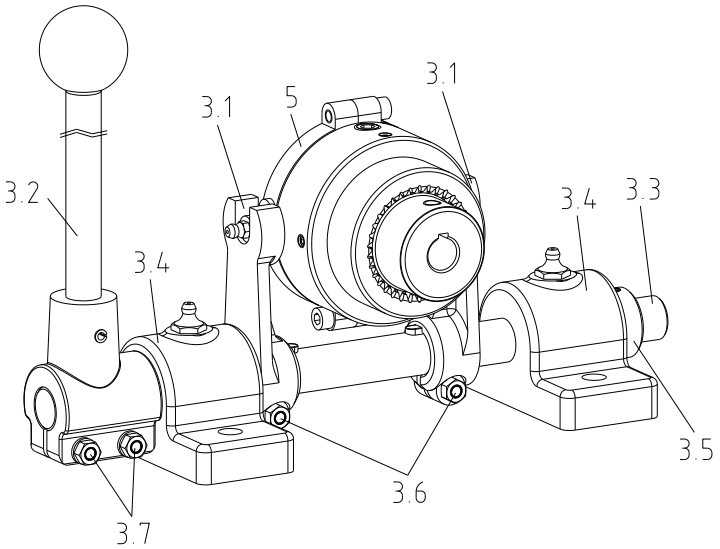

rysunek 19: BoWex® SD z mechanizmem przełączającym
- Włożyć czopy pierścienia ślizgowego (element 5) w gniazda widelca (element 3.1) (patrz rysunek 19).
- Zabezpieczyć osiowo drążek przełączania za pomocą pierścienia ustalającego (element 3.5) i śrub zaciskających dźwignię przełączania (element 3.7, patrz rysunek 19).